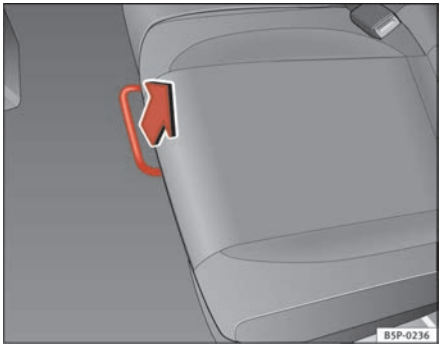

Fig. 97 For unlocking the rear seat
– In the seated position, unlock the lever in the direction of the arrow ⇒ page 132, fig. 97.